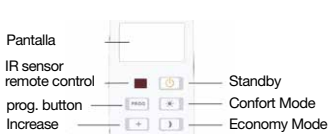

Fig. 13
4. When in “Standby” mode (Fig. 15), press the “Standby” button to switch the heater on (Figure 13). The heater comes on and the last selected operating mode symbol appears on the screen. In addition, the approximate room temperature is displayed. If the heater is switched on in manual (Fig. 16) or automatic mode (Fig. 17) the unit is already in operation.
The heater controls will au tically lock when no button has been pressed for sixty seconds. This operation will occur in both manual and automatic modes. The heater controls can be unlocked by pressing the “+” and “-“ buttons on the control panel for three seconds (Figure 13) or on the remote control.
a) Press the Comfort mode button (Figure 13).
a) Press the Economy Mode button (Figure 13).
a) Press the Anti-freezing Mode button (Figure 13).
The heater operation can be disconnected by pressing the “Standby” button (Fig. 13). The heater can be permanently switched by the ON/OFF switch at the rear of the unit.